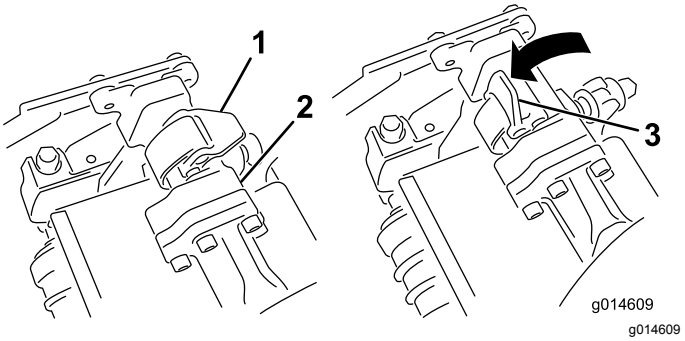
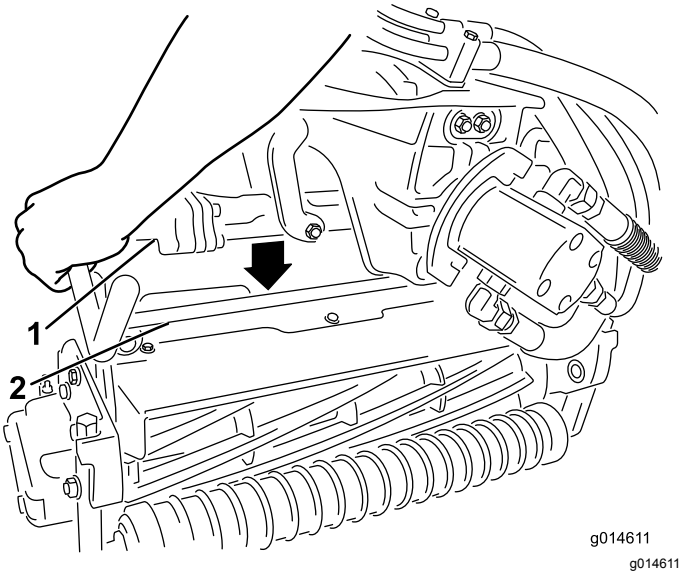

Figure 36
Figure 37
4. Les verrous de la barre de bras de suspension étant orientés en haut (c.-à-d. ouverts) (Figure 36), poussez le bras de suspension vers le bas pour que la barre s'engage sur la barre transversale en haut du plateau de coupe (Figure 37).
5. Fermez les verrous autour de la barre du plateau de coupe et bloquez-les en place (Figure 36).
5. Ouvrez les verrous sur la barre du bras de suspension appartenant au plateau de coupe que vous voulez déposer (Figure 36).